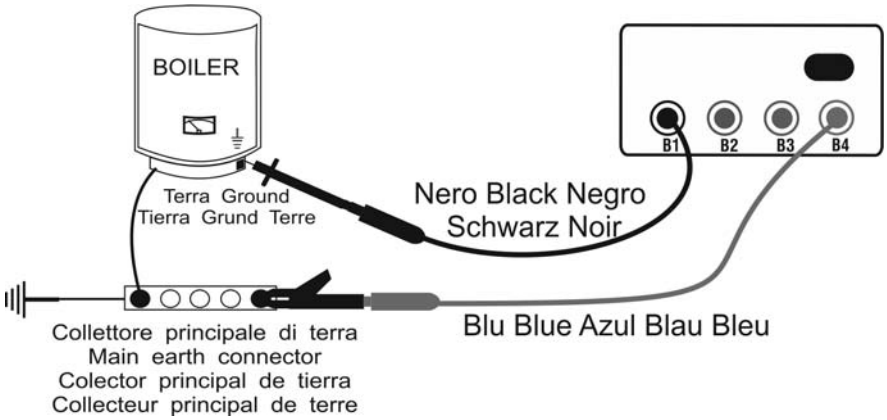

Fig. 4: Collegamento dello strumento nella prova LOWΩ
6. Collegare i terminali dello strumento ai capi del conduttore di cui si desidera effettuare la prova di continuità (vedere Fig. 4)